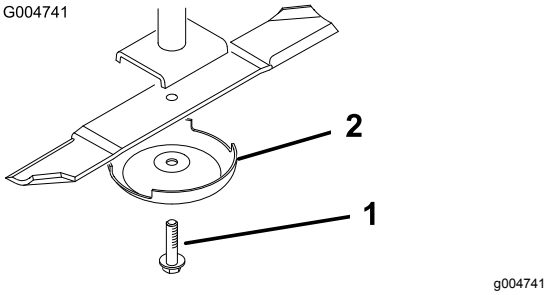

**Figur 90**
3. Fjern knivbolten, antiskalperingsvernet og kniven fra spindelakselen (Figur 90).